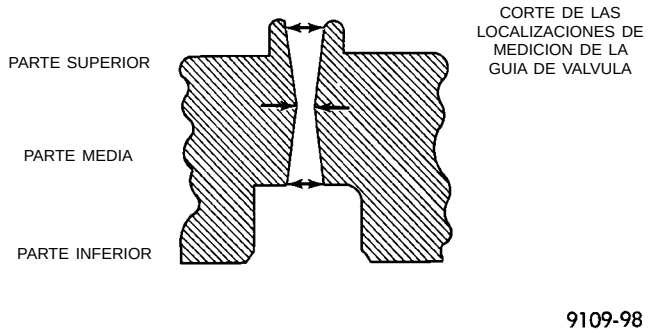

Fig. 91 Verificación del desgaste en la guía de válvula—Característico
(1) Retire los depósitos de carbón y barniz del interior de las guías de válvula con un limpiador de guías confiable.
(2) Con un calibre para agujeros y un micrómetro, mida las guías de válvula en 3 partes: superior, media e inferior (Fig. 91). Para informarse de las especificaciones, consulte la (Fig. 92). Reemplace las guías, si no se encuentran dentro de las especificaciones.